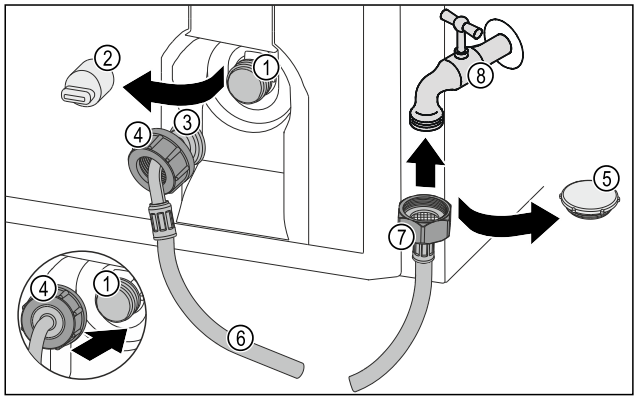

Fig. 10
- ▶ Remove the cap *Fig. 10 (5)*.
- ▶ Attach the straight end of the hose *Fig. 10 (7)* to the faucet *Fig. 10 (8)*.
- ▶ Tighten the nut on the straight hose end of the hose *Fig. 10 (7)* in clockwise direction.